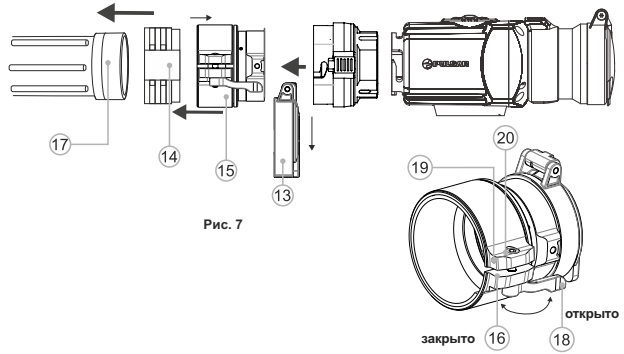

Рис. 7
- Установите до упора адаптер с вкладышем на объектив **(17)** дневного прибора **(рис.7)**.
- Переведите рычаг **(18)** из первоначального положения **"открыто"** в положение **"закрыто" (рис.7)**. Проверьте, плотно ли адаптер прилегает к объективу.